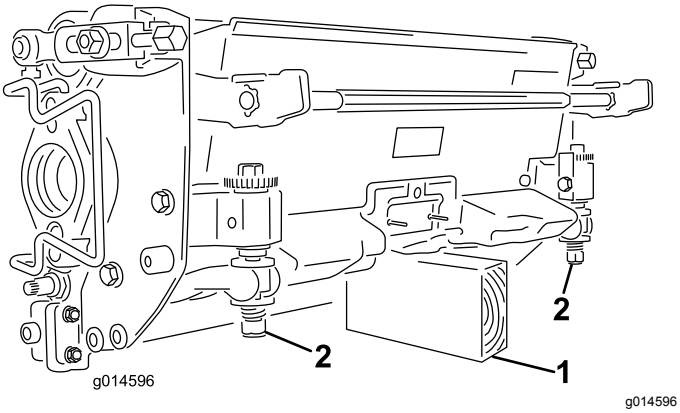

**Rysunek 45**
***Ważne:*** **W przypadku konieczności przechylenia jednostki tnącej należy podeprzeć jej tylną część w taki sposób, aby nakrętki śrub regulujących listwy ostrza nie opierały się na powierzchni roboczej (Rysunek 45).**